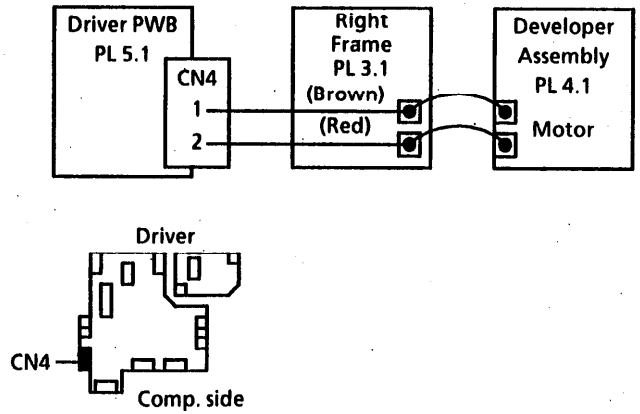

Рис. 2. Привод узла проявления
13. Проверьте сигналы привода двигателя (Рис. 2). Измерьте напряжение относительно земли на контактах 1 и 2 разъема CN4 драйверной печатной платы.